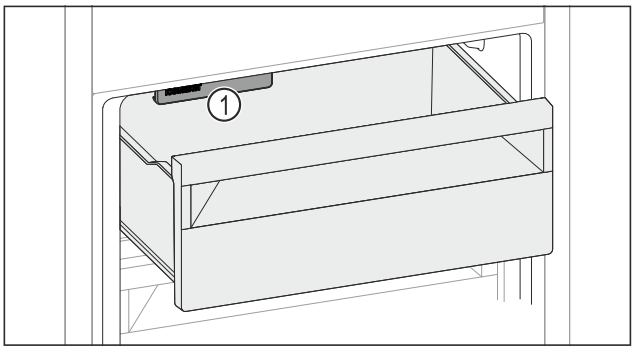

Fig. 46
▶ Watch out for the IceMaker *Fig. 46 (1)*.